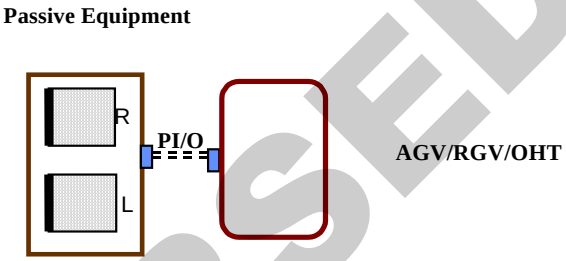

Figure 6
6.1.2.3 The assignment of the load port is relevant when two load ports use a common parallel I/O interface. The active equipment shall select the load port by means of the CS_0 and/or CS_1 signals (see Figure 6).